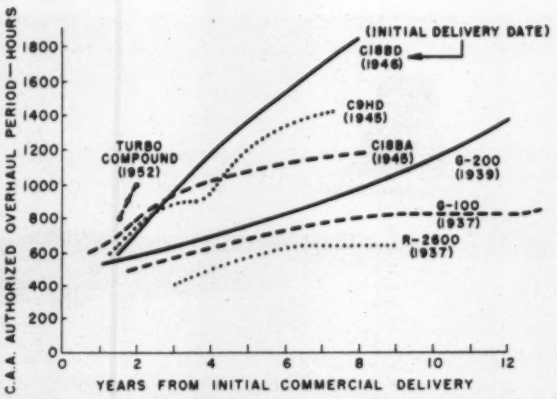

Fig. 2 Time-between-overhaul development history of Wright Cyclone commercial engines
Fig. 2 presents the trend of time-between-overhaul development of Wright Cyclone commercial engines from 1937, when the G-100 and R-2600 were first delivered, to the present. The initial delivery date is indicated under each engine-model designation.
The progressive piston-engine improvement shown in Fig. 2 over the years is attributed logically to (1) the accumulated experience in designing and developing this type of engine for airline use, (2) the commendable progress made by the airlines themselves in handling the operation and maintenance of these engines, and (3) the accelerated development progress made during World War II.